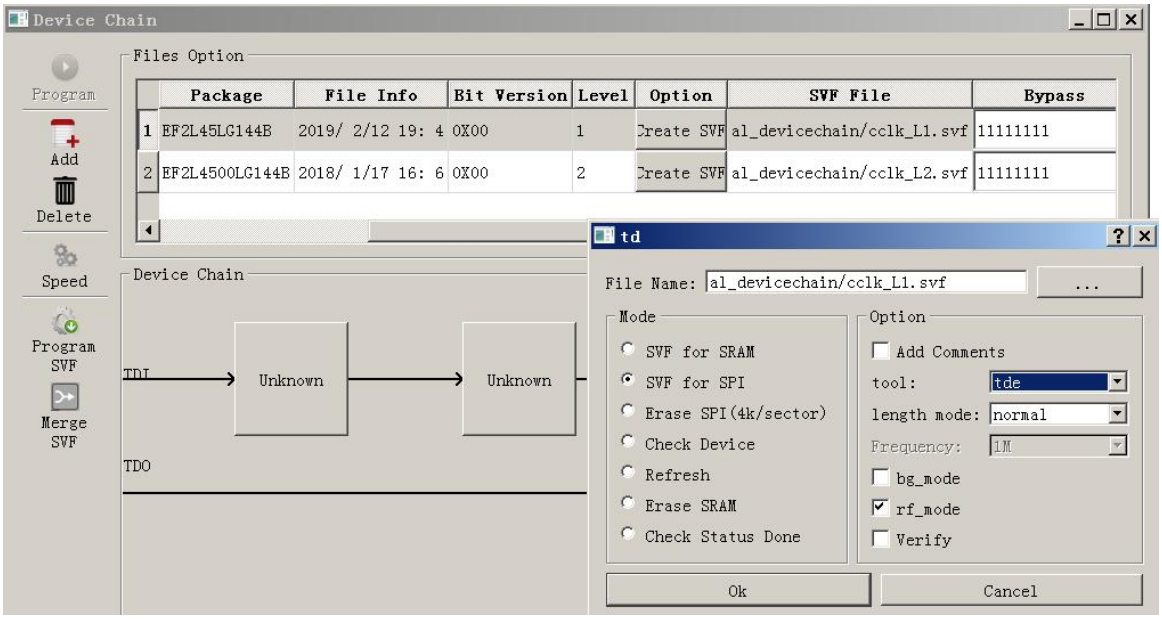

图 20 生成用于烧写 FLASH 的 svf 文件
3) 图 20 所示是生成用于 TD 软件或者 JTAG STUDIO 使用或者 MCU 使用的 SVF 和 TDE 文件的页面选择。其中 bg_mode 是指是否背景升级 FLASH；rf_mode 是指加载完成后，是否执行 refresh 指令，从 FLASH 加载新的位流；Verify 是指加载后，是否需要回读检验 FLASH 内容。